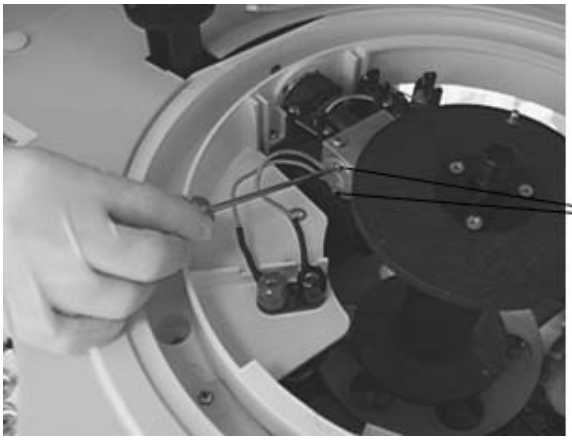

Figure 10-4-23
f)Unscrew the two set screws of the light source seat, and remove the halogen lamp, as Figure 10-4-23 shows: